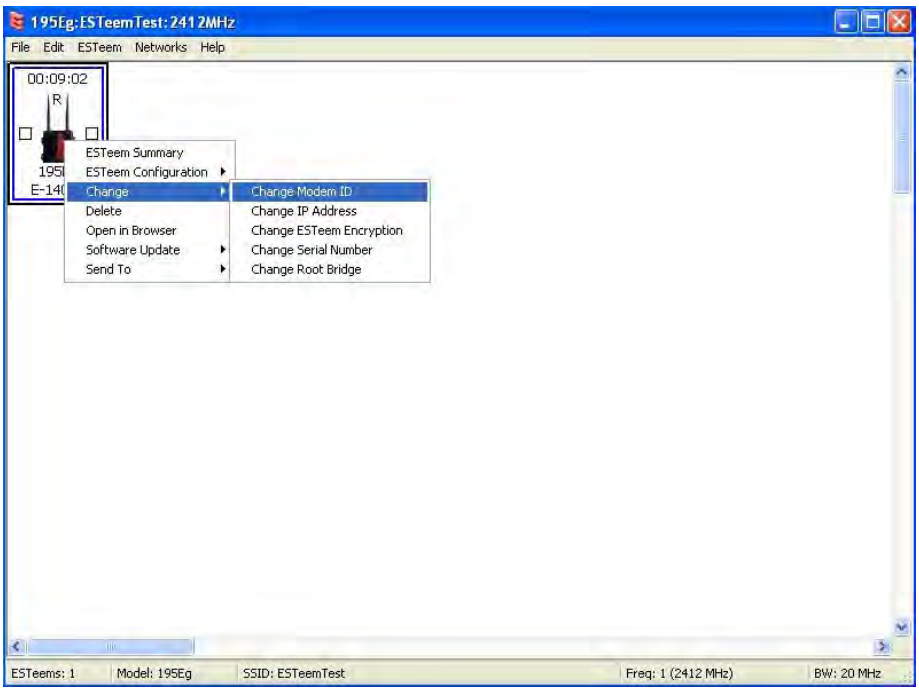

Figure 12: Change Modem ID
3. To change the name of the ESTeem Horizon from the WLAN MAC address to "Main Office" (or any other location name) to match the example configuration, Right-Mouse click on the ESTeem icon and select Change>Change Modem ID (Figure 12). Enter "Main Office" in the pop-up window and select OK.